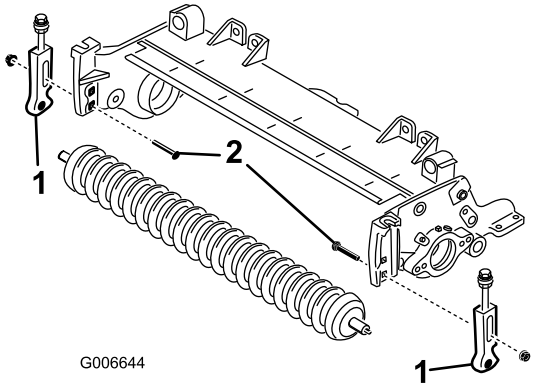

図 19
12. 刈高ブラケットをカッティングユニットのサイドプレートに固定しているキャリッジボルトを外す図 19。
13. 刈高ブラケットを前ローラシャフトに固定しているキャップスクリュとロックナットをゆるめる図 19。
14. カッティングユニットのサイドプレートから刈高ブラケットと前ローラを取り外す図 19。